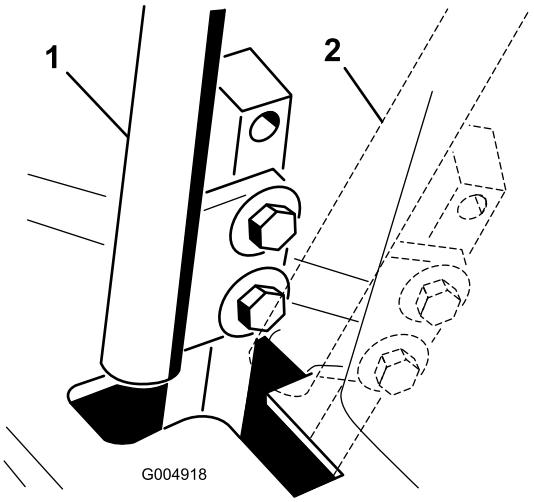

Figuur 62
4. Zet een van de hendels in de neutraalstand **zonder deze te vergrendelen** (Figuur 62).
6. Controleer of de hendel de juiste positie heeft ten opzichte van de inkeping in het bedieningspaneel (Figuur 62). De hendel moet in het midden staan zodat deze naar buiten kan draaien en worden vergrendeld in de neutraalstand.